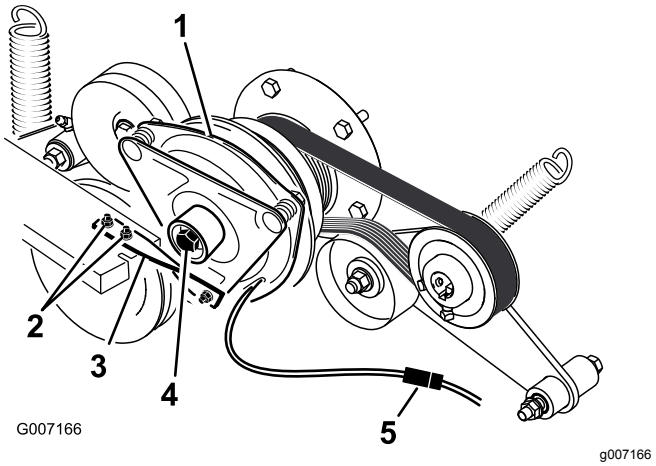

Figur 64
6. Koppla ur kopplingens elektriska kontakt (Figur 64).
7. Lossa de två skruvarna som fäster gummikopplingsremmen på klipparramen (Figur 64).
8. Lossa centrumbulten som fäster kopplingen vid motoraxeln och ta bort kopplingen och nyckeln (Figur 64).
15. Håll i vevaxeln på maskinens baksida, fäst centrumbulten och dra åt den till 68 Nm (Figur 64).
16. Montera gummikopplingsremmen på klipparens ram med de två bultar och muttrar som du tog bort tidigare (Figur 64).
18. Koppla in kopplingens elektriska kontakt (Figur 64).